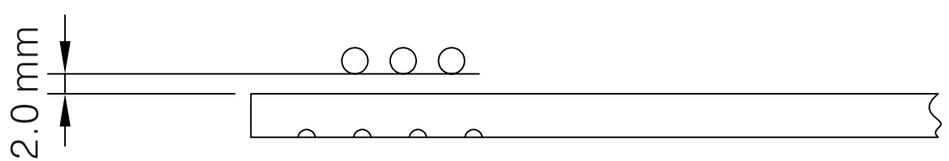

Fig. 36
2. El espacio desde las barras del ribete decorativo superior y inferior a la aguja es 2.0 mm (Fig. 36).